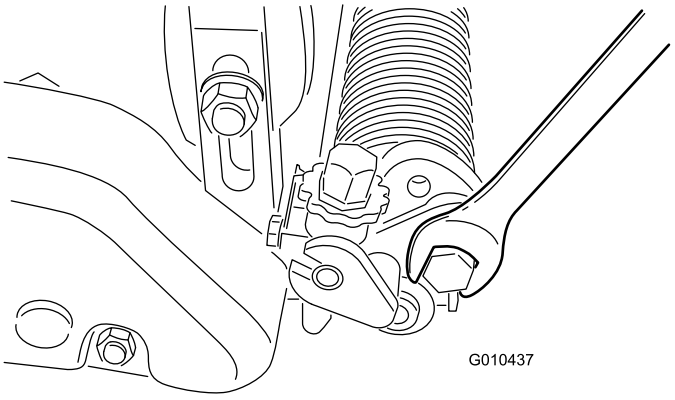

Рисунок 23
A. Ослабьте болты на правом и левом рычагах барабана (Рисунок 23).